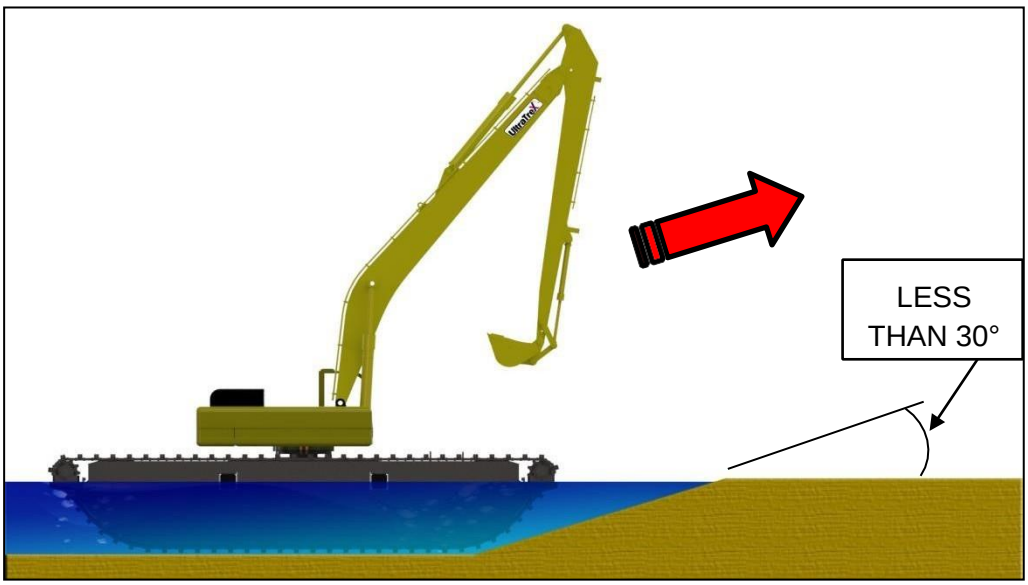

***Figure 3.5:*** *Landing the amphibious excavator*
4. The boom and arm should be in the forward position as shown in Figure 3.5.